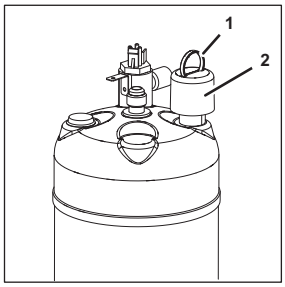

Fig. 77
1. Remove the protective cap (Fig. 77/2) from the drain valve (Fig. 77/1).
4. Attach the protective cap (Fig. 77/2) to the drain valve (Fig. 77/1).